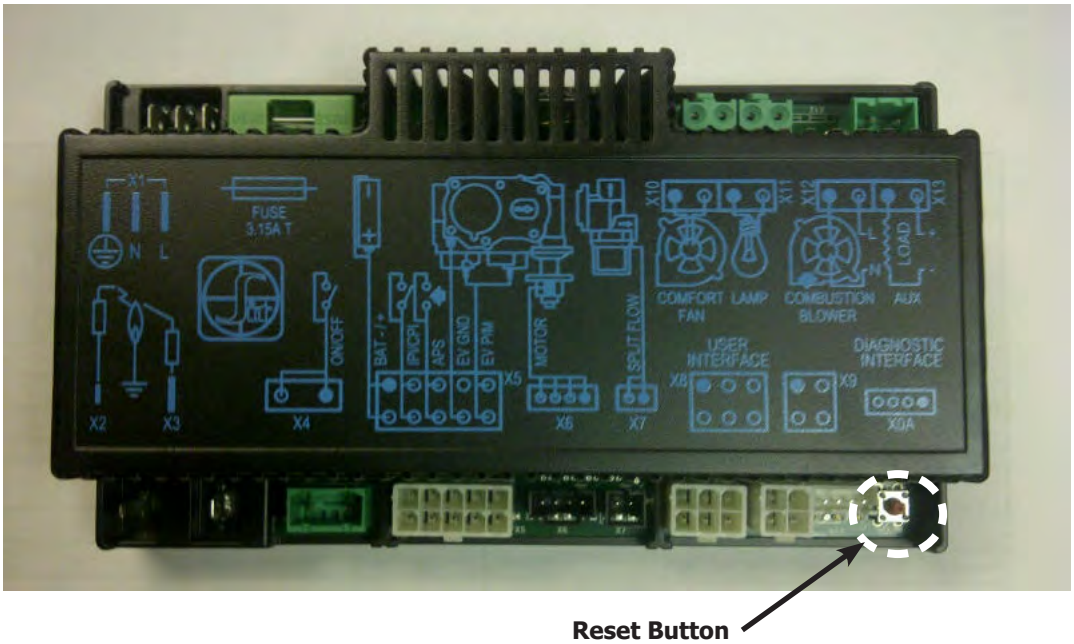

Figure 6: Integrated Fireplace Controller
The Proflame 2 IFC (Figure 6) connects directly to the gas valve, stepper motor, pilot and covection fan with a wiring harness. The IFC is mainly powered by 120 VAC but can also run off a battery backup four (4) AA type batteries for shorter periods of time. The IFC accepts commands via radio frequency from the Transmitter to operate the appliance in accordance with the particular Proflame 2 system configuration. The IFC has a red reset button at the front right corner that is used is to synchronize the Transmitter when using the for the first time, or after the batteries have been replaced.
Install the four (4) AA batteries into the IFC battery holder. Note the polarity of the battery and insert into the battery bay as indicated on the body of the battery holder. Press the reset button on the IFC marked "SW1" (see Figure 6).